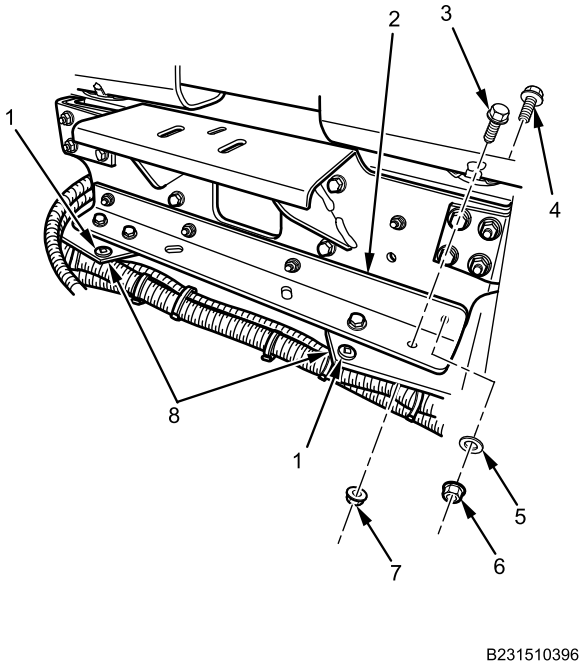

Figure 7. Lower Radiator Crossmember.
8. Install lower radiator support crossmember (Figure 7, Item 2) on radiator support crossmember braces (Figure 7, Item 8) with four bolts (Figure 7, Item 3) and nuts (Figure 7, Item 7). Do not tighten.
9. Install four bolts (Figure 7, Item 4), flat washers (Figure 7, Item 5), and nuts (Figure 7, Item 6) on lower radiator support crossmember (Figure 7, Item 2) and tighten securely.
10. Tighten four lower radiator crossmember bolts (Figure 7, Item 3) and nuts (Figure 7, Item 7) securely.
11. Install new button-head cable lock straps (Figure 7, Item 1) on wire harness and radiator support crossmember braces (Figure 7, Item 5).